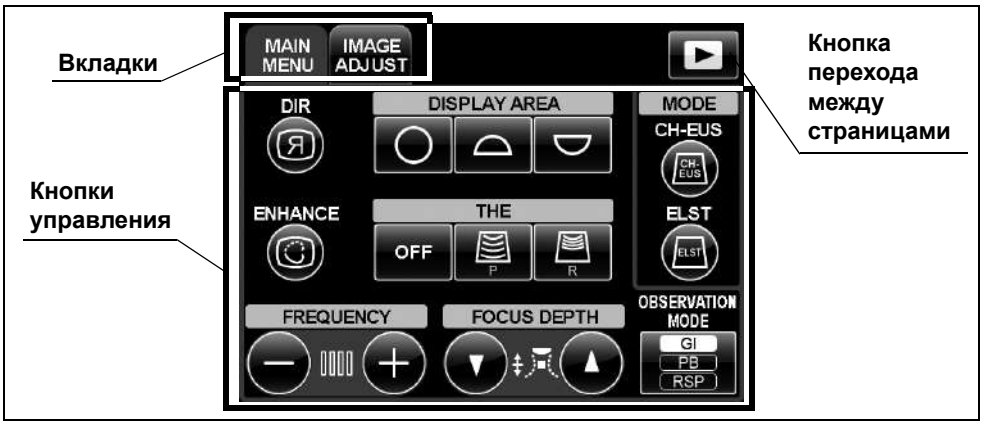

рисунок 6.12
- На рис. 6.12 показан дисплей сенсорной панели при использовании ультразвукового эндоскопа с электронным радиальным сканированием.